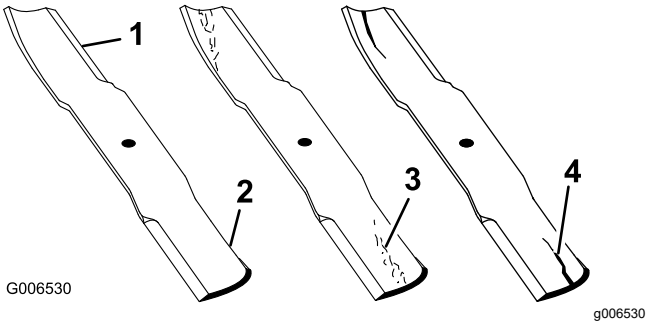

Figur 102
1. Undersøk kniveggene (Figur 102).
4. Hvis du finner sprekker, slitasje eller ser at det begynner å dannes spor i denne delen av kniven, må den skiftes ut øyeblikkelig (Figur 102).